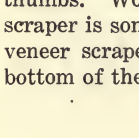

Fig. 46.
43. Use of the Scraper.—The scraper is used to make a surface smoother than usually can be done with the plane. It is held as shown in Fig. 46 with the blade inclined from the body at an angle which will allow the edge to cut well. To cut, it is pushed forward, and at the same time downward pressure is applied. To pull it, the angle at which it is held is reversed. Scraping should be done with the grain of wood, and, to make the scraper cut a deep shaving, it is bowed by pressing on the center with the thumbs. Work is tested for smoothness with the finger tips. A scraper is sometimes set in a frame with handles and is then called a veneer scraper. This kind of scraper permits faster work and the bottom of the scraper keeps the blade at a uniform angle.